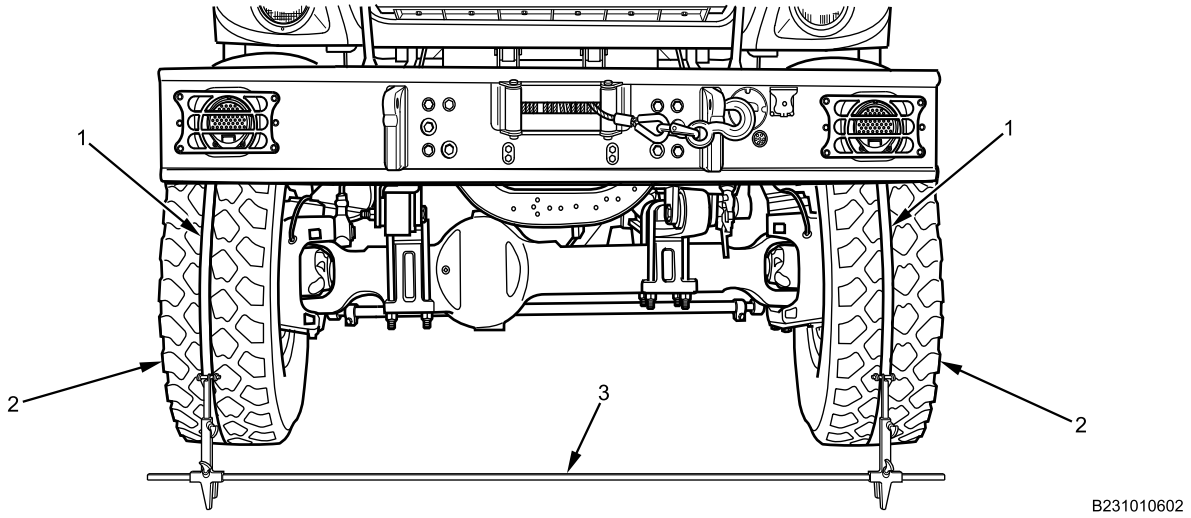

Figure 3. Scribing Line on Tires.
5. With assistant, secure wheel alignment gauge (Figure 3, Item 3) and rotate front tires (Figure 3, Item 2) by hand to scribe a line on tape (Figure 3, Item 1) around circumference of tire.